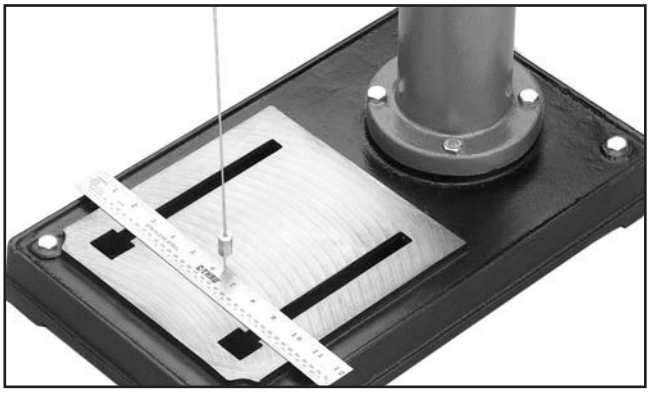

**Figure 11.** Example of using plumb bob to align headstock to base.
3. Suspend a plumb bob from center of headstock spindle so it is over tape/ruler, as shown in **Figure 11**.
4. Center headstock directly over base as indicated by plumb bob and ruler (see **Figure 11**).